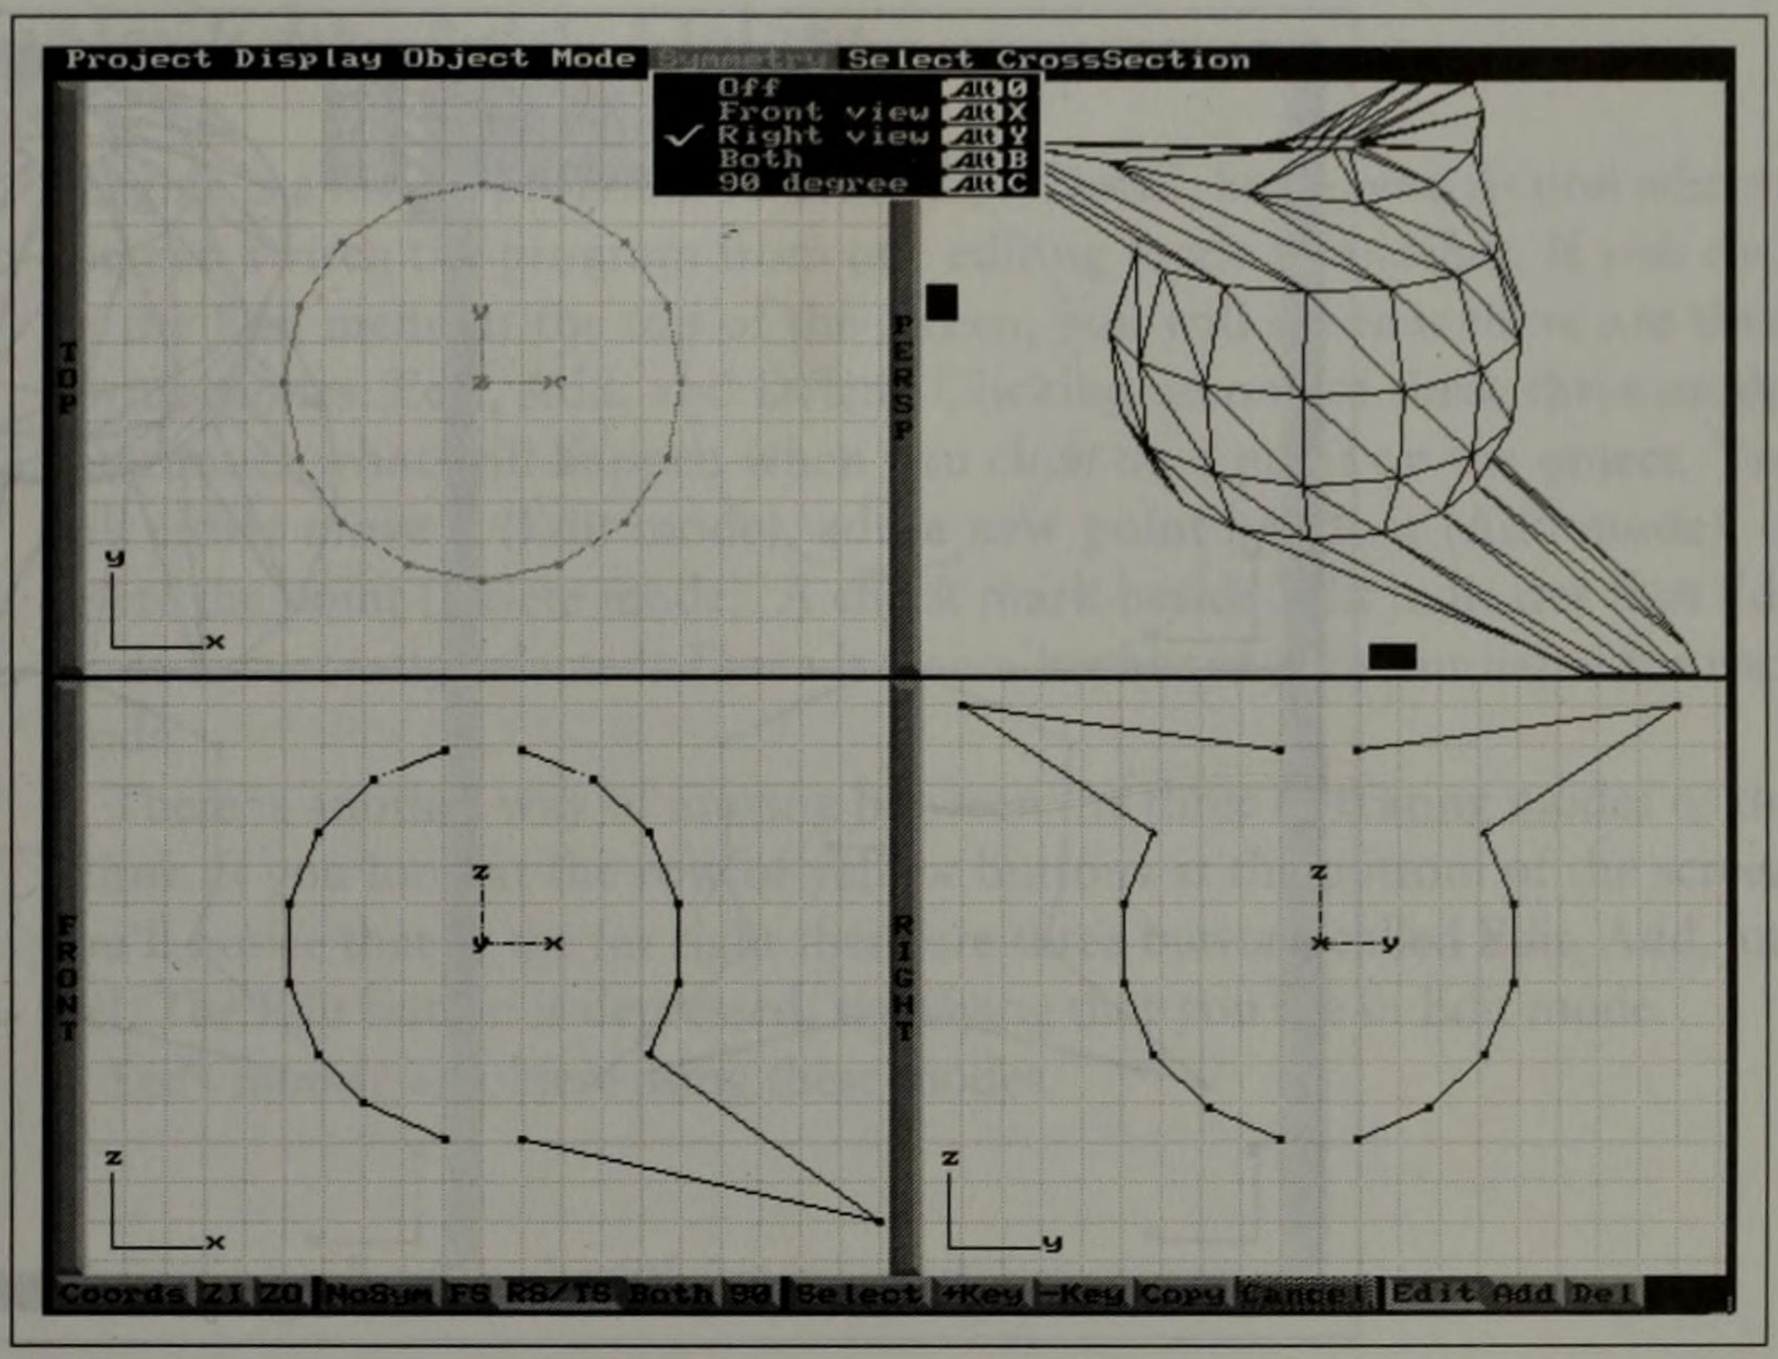

Figure 2-30
- **Right view**: Points opposite each other move in the Right view. Front view points move independently (shown in Figure 2-30).